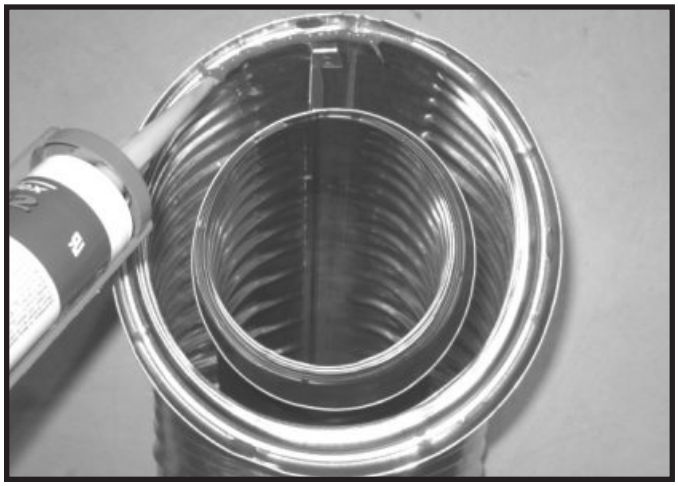

Figure 7.1 High Temperature Silicone Sealant
- Apply a bead of silicone sealant (300º F minimum continuous exposure rating) inside the female outer pipe joint prior to joining sections. See Figure 7.1. **OR**